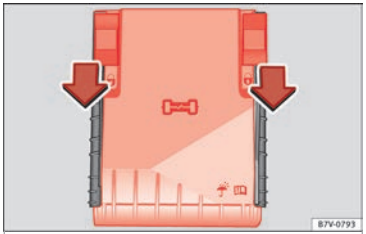

Fig. 61 In the engine compartment: fuse box cover
- Move the attachment tabs forwards, in the direction indicated by the arrow to release the fuse box cover ››› **Fig. 61**.